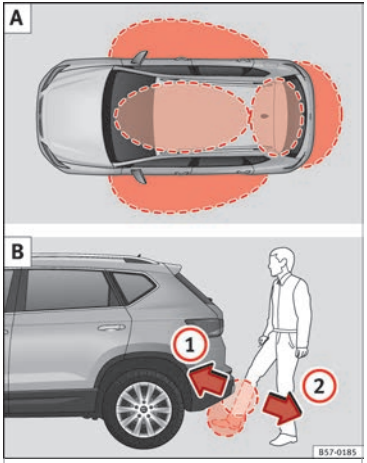

Fig. 131 Keyless Access locking and ignition system: A In the proximity of the car. B Opening the rear lid with sensor-controlled opening (Easy Open)
Keyless Access is a key-free locking and ignition system to unlock and lock the vehicle without actively using its key. To do this, all that is required is to have a valid vehicle key in the detection area where you are attempting to access the vehicle ››› **Fig. 131** A and to touch one of the sensor surfaces on the door handles ››› **Fig. 132** or operate the *soft-touch*/handle on the rear lid ››› **page 137** ››› ❗.
If a valid key is in the proximity of the car, ››› Fig. 131 A the Keyless Access locking and starting system gives the key entry as soon as one of the sensor surfaces on the door handles is touched or the *softtouch*/handle on the rear lid is operated. The following features are then available without having to use the vehicle key actively:
When the vehicle is locked, the rear lid automatically unlocks on opening if there is a valid vehicle key in the proximity ››› Fig. 131 A.
If there is a valid vehicle key in the proximity ››› Fig. 131 A of the rear lid, it is possible to unlock and open or close it moving one foot in the area of the sensors ››› Fig. 131 B located under the rear bumper.
- With a brisk movement, bring your foot and lower leg as close as you can to the bumper. The lower part of the leg needs to be close to the upper sensor area and your foot to the lower sensor area ››› Fig. 131 B 1.
- Quickly remove your foot and lower leg from the sensor areas ››› Fig. 131 B 2. The rear lid will be automatically opened.